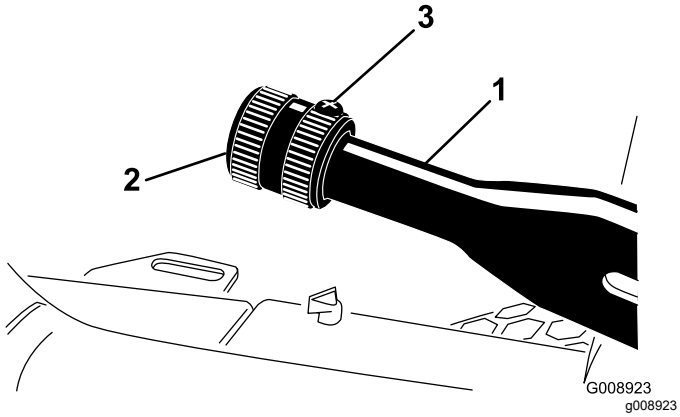

Figur 63
2. Løsn sætskruen, der fastgør skruen til parkeringsbremsehåndtaget (Figur 63).